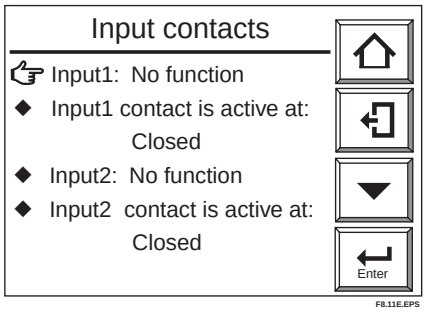

Figure 8.11 Input Contacts Display
(1) Press the Setup key in the Basic panel display to display the Execution/Setup display.
(2) Select Setup in the Execution/Setup display to display the “Commissioning” (Setup) display.
(3) Select “Contact setup” in the “Commissioning” (Setup) display.
(4) Select “Input contacts” in the Contact setup display. The Input contacts display then appears, as shown in Figure 8.11.